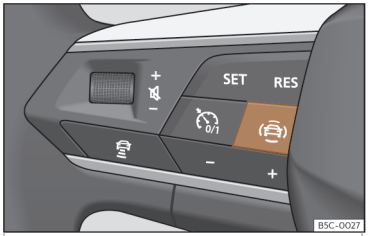

Abb. 62 Linke Seite des Multifunktionslenkrads: Taste für die Fahrerassistenzsysteme (modellabhängig).
• Taste ››› Abb. 62 drücken, um das Menü **Assistenten** zu öffnen.